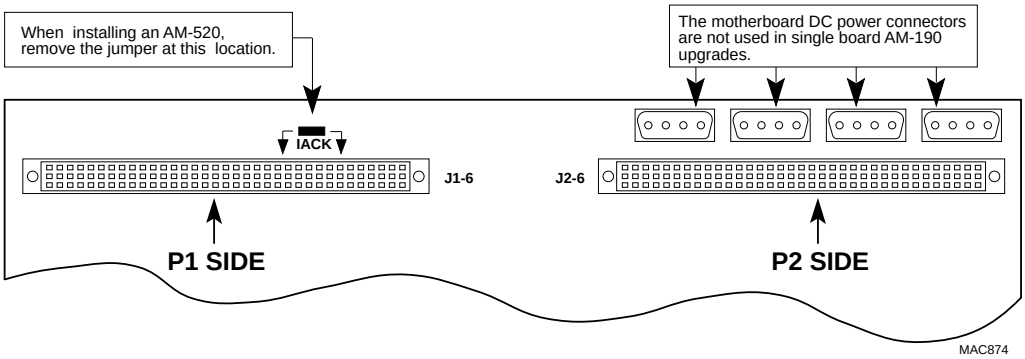

Figure C-10. AM-520 IACK Jumper Removal
3. After the AM-520 board has been installed, you must remove the IACK jumper from the motherboard, as shown in Figure C-10.